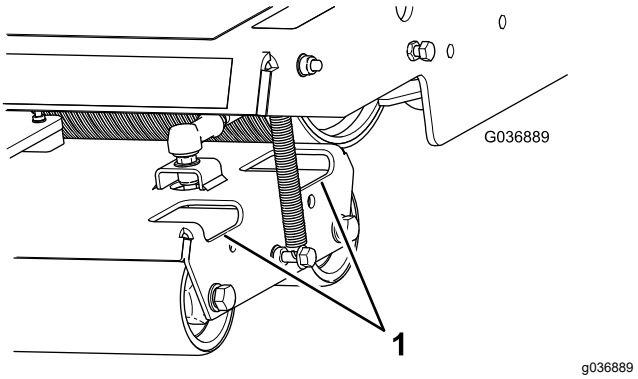

Figur 39
2. Rengør tromlerne for snavs og affald efter behov ved at sprøjte vand igennem hullerne i tromlehusene (Figur 39).